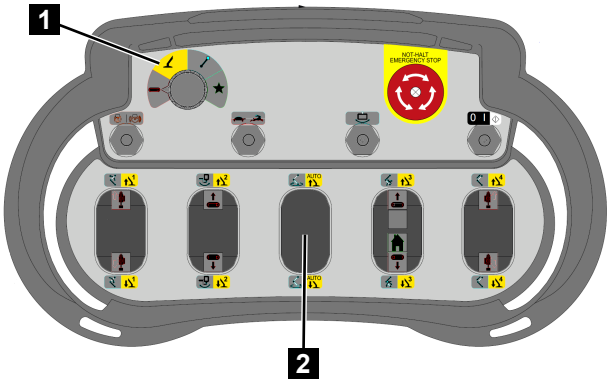

Fig. 142
3. Set the function selector to *[outrigger function]* (yellow) (Fig.142/1).
4. Use the control lever (Fig.142/2) to operate the outriggers as per the following table.